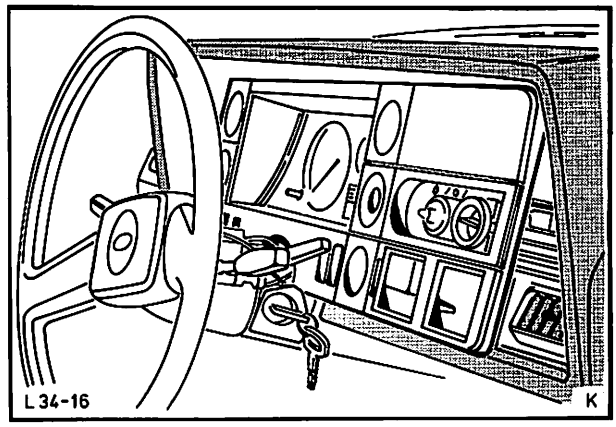

Abb. 51 Blende – Kombiinstrument ausbauen
3. Blende – Kombiinstrument abziehen (Blende ist mit 6 Klipsen gesteckt), Abb. 51.